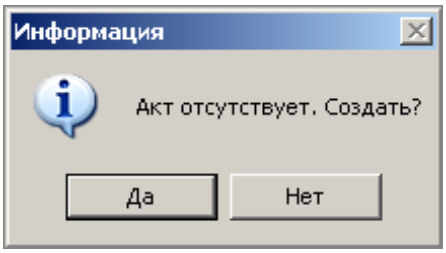

Рис. 1. Диалоговое окно
- выделите нужный объект и в содержательной части нажмите на кнопку Акт КС-2. В случае, если для данного объекта не создано ни одного акта, появится диалоговое окно **Акт отсутствует. Создать?** Нажмите **Да** (см. рис. 1).